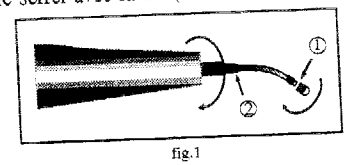

fig.1
• Visser l'insert (2) sur la pièce à main ultrasonore du SUPRASSON et le serrer avec la clé (l'arrivée d'eau est alors automatiquement interrompue).
• Visser fermement à la main l'embout plastique (1) sur l'insert .(Fig. 1)